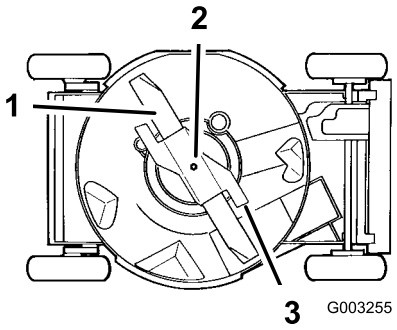

Figuur 31
4. Kantel de maaimachine op haar **rechter** zijde (Figuur 31).
Pak het uiteinde van het mes vast met een lap of een dikke handschoen. Verwijder de mesbout, de klemring, de versneller en het mes (Figuur 31).